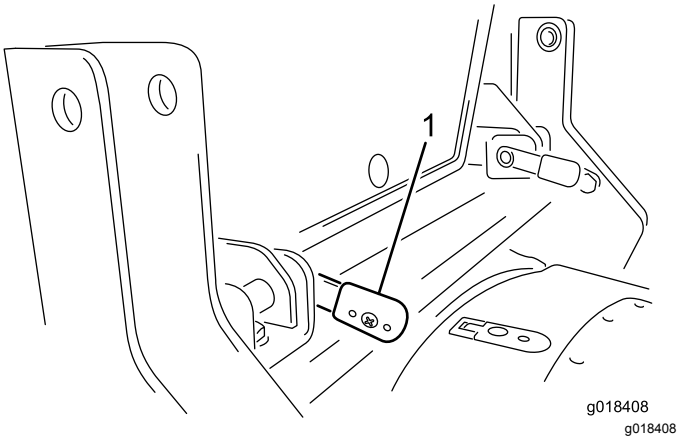

Bild 23
4. Wenn die Hebel ganz eingesetzt sind, drehen Sie sich nach hinten, um sie zu arretieren (Bild 23).